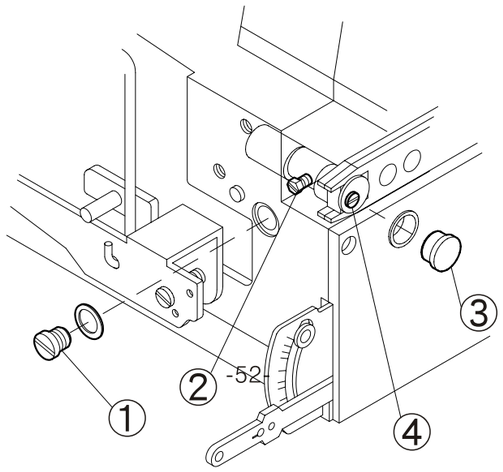

Fig. 6
1. Cuando la palanca del transportador se mueva al punto mas alto, la superficie de los dientes del transportador dentado deben estar inclinados hacia adelante (Fig. 6)